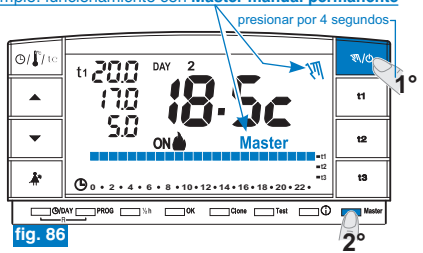

fig. 86
- en el cronotermostato MÁSTER pulsar por 4 seg. el botón “ /☃” para el funcionamiento manual permanente; en la pantalla se enciende el símbolo “ ” de funcionamiento manual (fijo) (ver detalles en el apartado **7.1**/**B**) (ej. fig. 86).